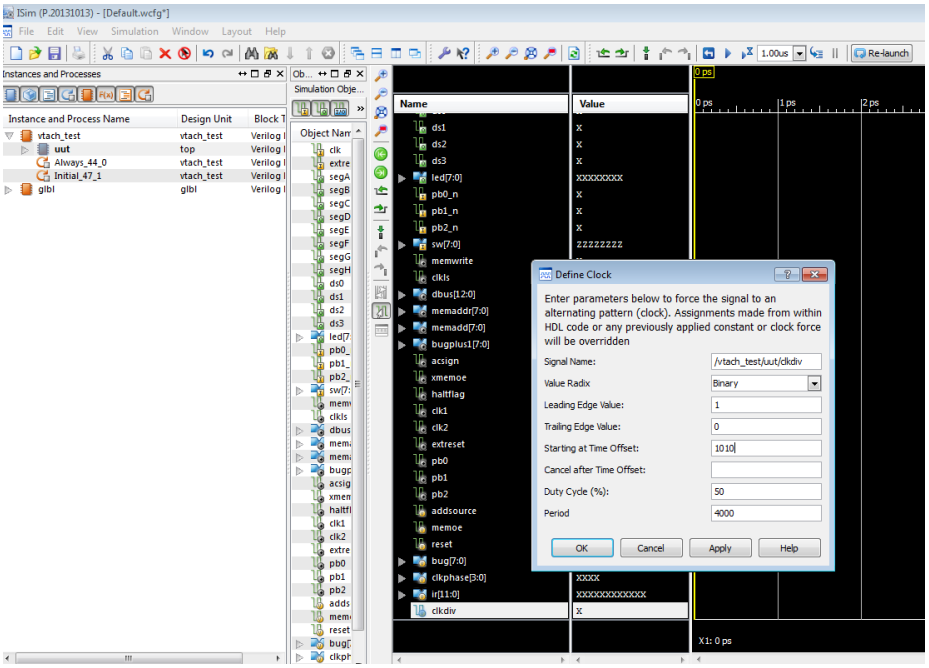

Figure 5-26 *Force clkdiv*
3. Now go to the bottom of the wave window, right-click the signal `clkdiv`, and, as shown in Figure 5-26, force the clock to have a leading edge value =1 of trailing edge value of 0, and a period of 4000. Set Starting at Time Offset to 1010 and click OK. This is required because there is a slight problem with the way the clock divider design is implemented and the way iSim sees it without a delay through the register. This is a shortcut hack, but sometimes it's okay to do this because we know that the design works in the real logic. It didn't seem worth the effort to try to fix it for simulation.